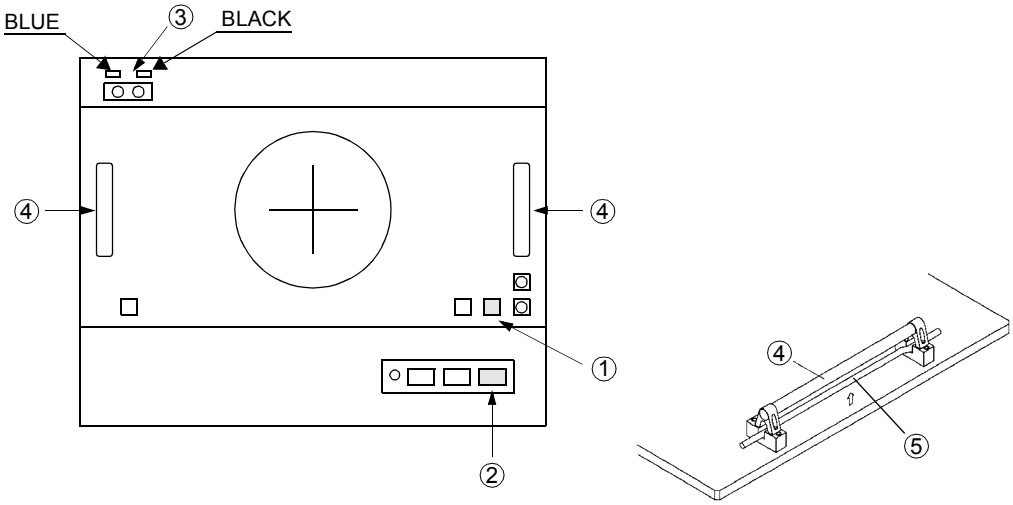
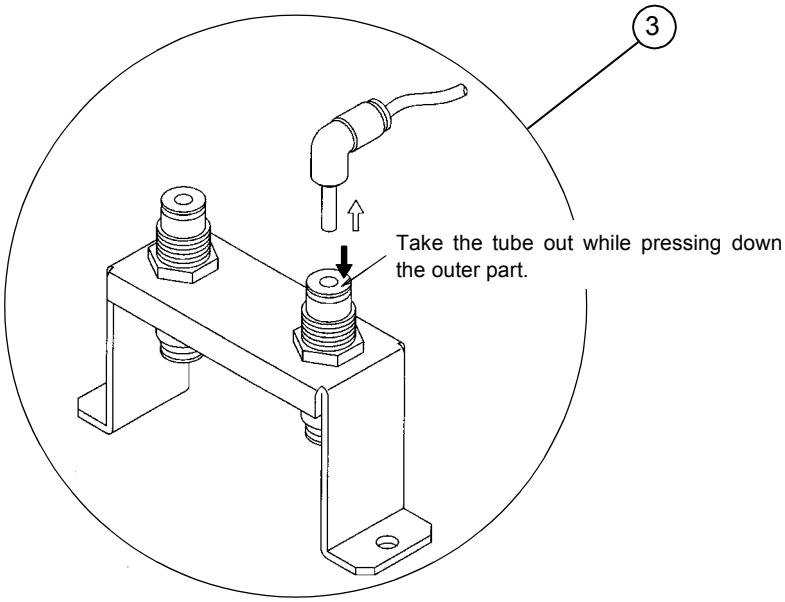

Figure 5-5 TH (1)
Figure 5-6 How to take out the tube
(1) Press button ① in Figure 5-5 to let the performance board free, then remove the performance board.
(2) Press the MB FREE button (button ② in Figure 5-5) to let the HIFIX free.
(3) Unscrew the four screws on the outer panel of the HIFIX, then remove the outer panel.
(4) Remove the air hose connected to ③ in Figure 5-5 using shown in Figure 5-6. (Note 1)
(5) Hold the handles and the levers ④ in Figure 5-5 and remove the HIFIX. (Note 2)
(5) Hold the handles ④ in Figure 5-5 and remove the HIFIX. (Note 2)